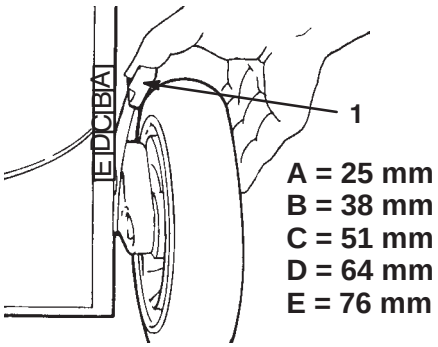

Figur 18
4. Kläm klipphöjdsspaken mot hjulet och för den till motsvarande bokstav på gräsklipparkåpan (figur 18).